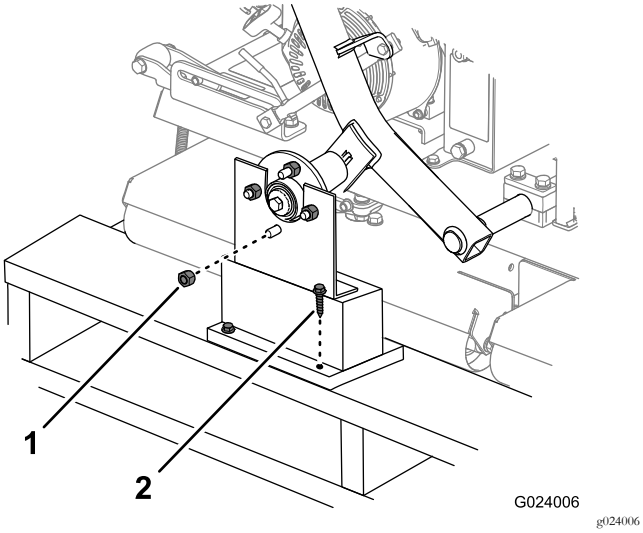

Figur 3
1. Ta bort hjulmuttrarna som fäster hjulnaven till transportfästena (Figur 3). Ta även bort muttrarna som har gängats på tappen på varje hjulnav.